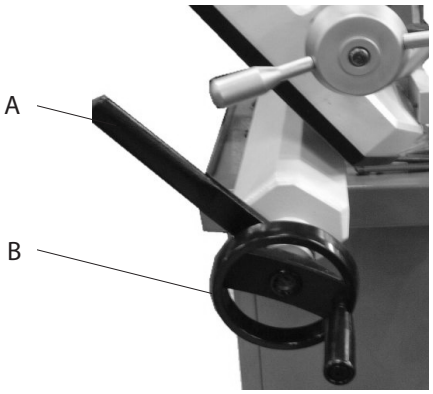

Fig. 16 Étau de la machine
2. Placez la pièce à usiner sur la table. Déplacez la poignée de l'étau (fig. 16, A) vers le haut, avec un angle de 45 degrés (à moitié ouvert). Déplacez le support de la mâchoire de l'étau contre la pièce à usiner en tournant la le volant (fig. 16, B). Appuyez sur la poignée (fig. 16, A) pour serrer la pièce.
3. Pour libérer la pièce de l'étau, tenez-la et soulevez la poignée de l'étau (fig. 16, A) jusqu'à ce qu'il soit ouvert à 90° (complètement ouvert). Retirez la pièce.
Lorsque vous devez couper une pièce à plusieurs reprises, il suffit de lever la poignée (fig. 16, A) pour desserrer et ajuster la position de la pièce. Ensuite, appuyez sur cette même poignée pour la resserrer. Vous pouvez également commencer par pousser la poignée de l'étau (fig. 16, A) vers le bas, puis serrer l'étau en tournant le volant (fig. 16, B) dans le sens des aiguilles d'une montre. Après avoir terminé la coupe, vous pouvez desserrer la pièce à usiner en tournant le volant uniquement. Ce système d'étau à verrouillage Trulock a une course de serrage de 4 mm lorsque le volant est complètement ouvert. Une course de serrage de 2 mm est suffisante pour les matériaux métalliques normaux. L'opérateur peut serrer la pièce en poussant vers le bas la poignée de l'étau (fig. 16, A) avec une certaine pression en fonction de la dureté de la pièce à usiner.